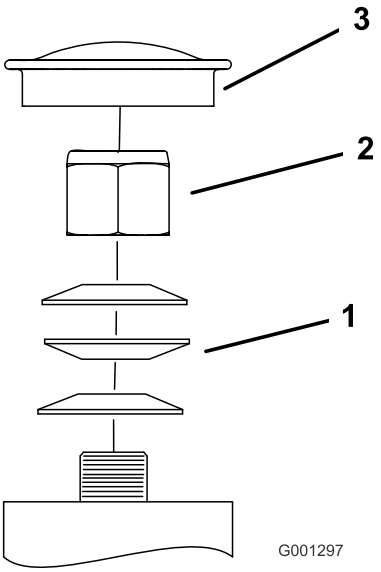

Figur 59
3. Ta av dammkåpan från hjulet och dra åt låsmuttern (Figur 59).
4. Dra åt låsmuttern tills fjäderbrickorna är plana och släpp sedan efter 1/4 varv för att få rätt förbelastning på lagren (Figur 59).
Viktigt: Kontrollera att fjäderbrickorna har monterats korrekt i enlighet med Figur 59.
5. Montera dammkåpan (Figur 59).